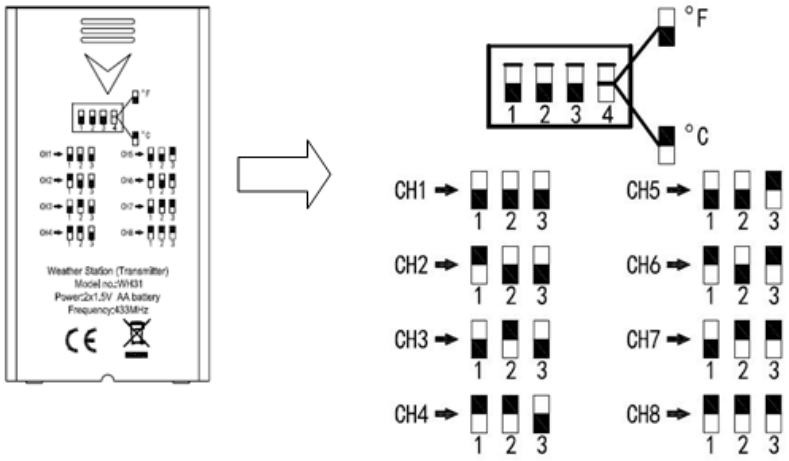

Figure 24
3. Channel Number: The WS-5000-IP supports up to eight transmitters. To set each channel number (the default is Channel 1), change Dip Switches 1, 2 and 3, as referenced in Figure 24.
4. Temperature Units of Measure: To change the transmitter display units of measure (°F vs. °C), change Dip Switch 4, as referenced in Figure 24.